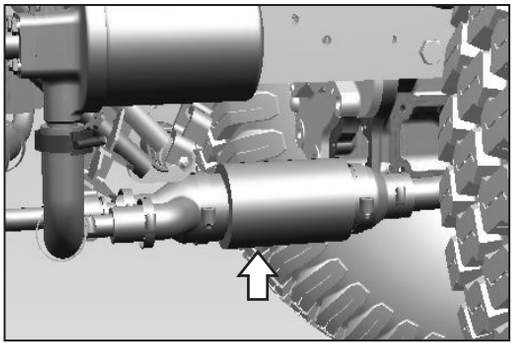

Рис. 5.16a
5.16 Очистка входного фильтра (Рис. 5.16a)